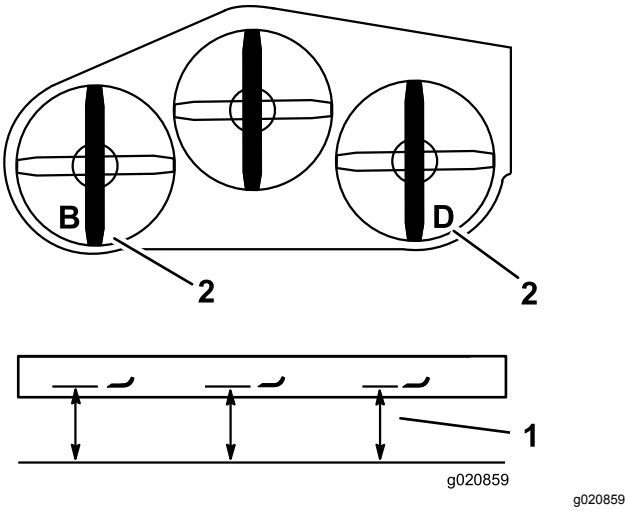

**Figuur 85**
2. Meet het linkermes bij punt **B**. Meet de afstand tussen een horizontaal oppervlak en de snijrand van het maaimes en noteer deze afstand (Figuur 85).
3. Meet het rechtermes bij punt **D**. Meet de afstand tussen een horizontaal oppervlak en de snijrand van het maaimes en noteer deze afstand (Figuur 85).
**Opmerking:** De afstand bij punt **B** mag niet meer dan 3 mm verschillen van die bij punt **D**. (Figuur 85). Indien dit niet het geval is, gaat u als volgt te werk.